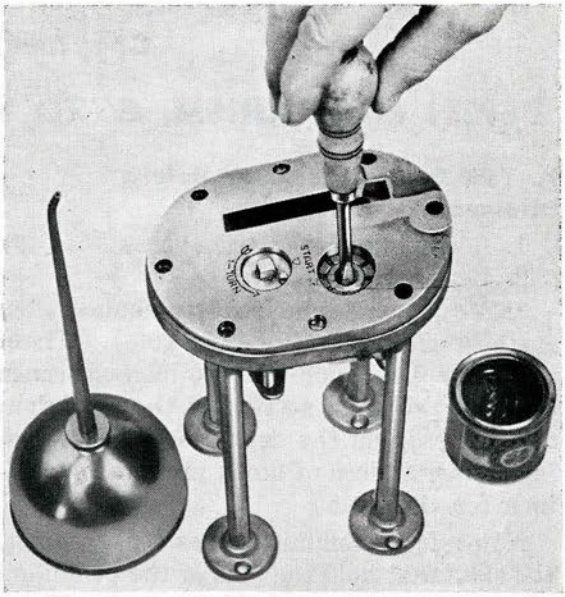

Figure 228
8. Grind starting piston to its seat in body, using light grinding compound. Wash parts thoroughly and lap with oil (C). (Fig. 228). **(41)**